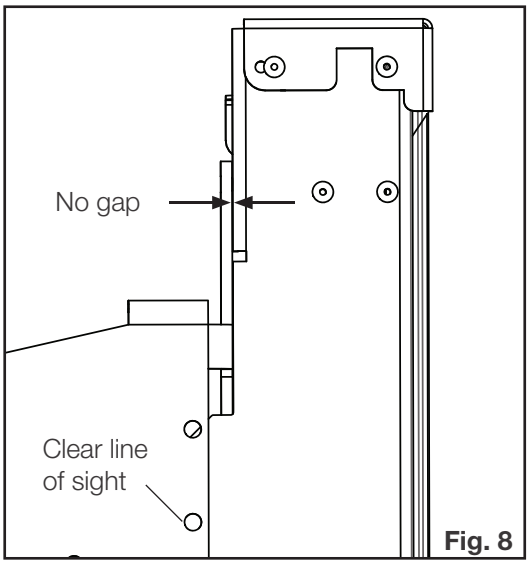

Fig. 8
8. The GGA-1 mount bracket holes should be lined up with the screw holes of the GGA-1 slider brackets to ensure a clear line of sight **(Fig. 8)**. It is typically necessary to raise the GGA-1 on both sides using the vertical adjustment screws. Raising the GGA-1 approximately 1/8" typically provides the optimum preliminary fit **(Fig. 9)**. Repeat on other end of GGA-1.